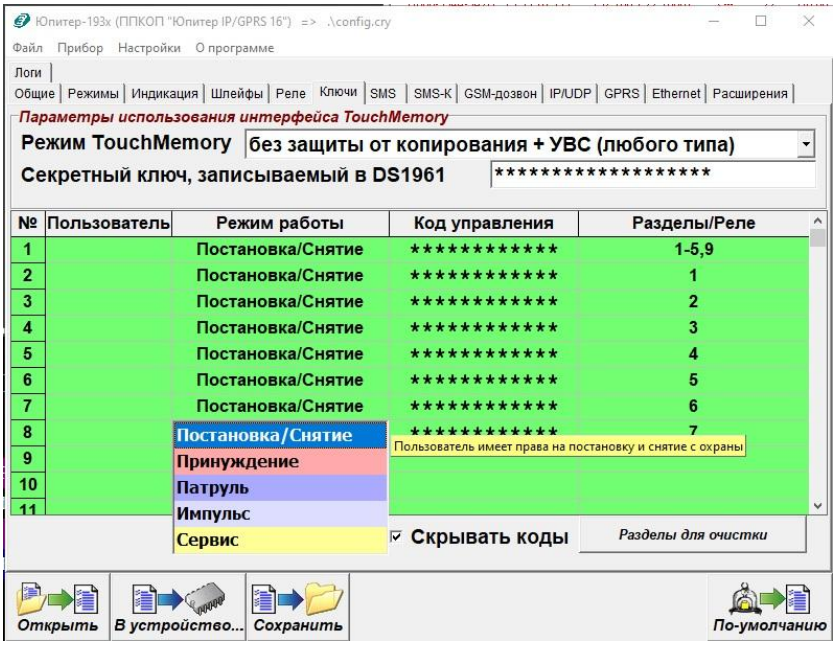

Рисунок 21 − Выбор режима работы кода в программе Конфигуратора
- в программе Конфигуратора режим выбирается из списка (рисунок 21);